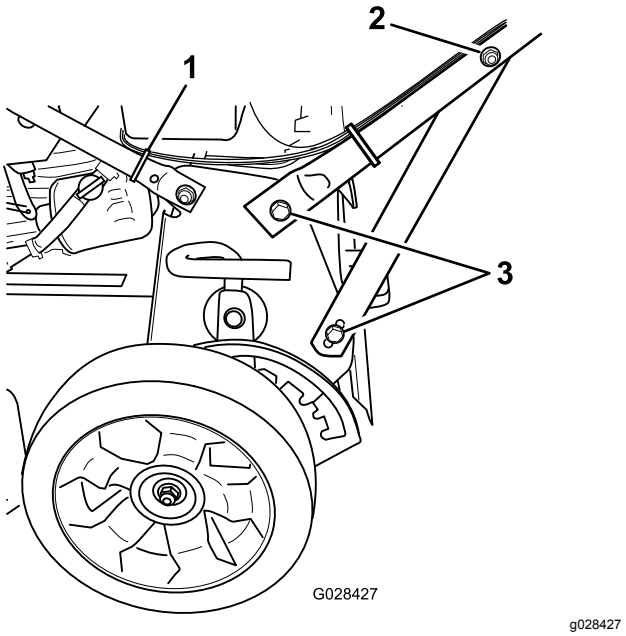

Figuur 4
4. Draai aan beide kanten van de machine de bouten waarmee de handgreep is bevestigd vast; zie Figuur 4.
2. Moer aan steunbeugel (2) van handgreep
3. Bout (4)
5. Bevestig de kabels met een kabelbinder aan de onderste handgreep op de locatie getoond in Figuur 4.